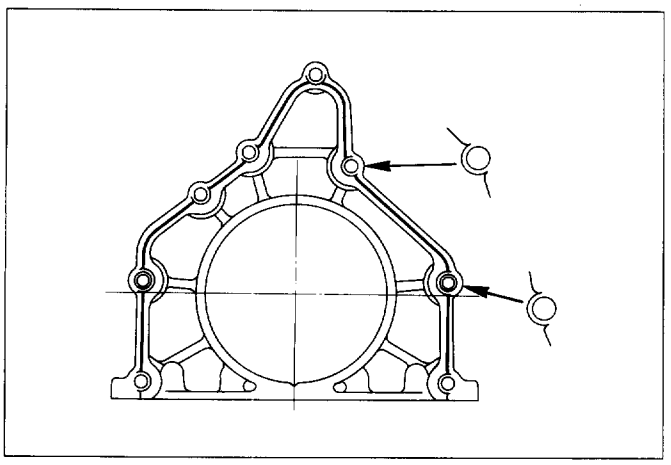

Fig. 6A1-74
- Apply sealant (TB1207 or equivalent) to retainer fitting surface, as shown in Fig. 6A1-74.